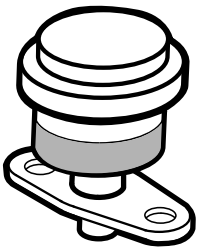

Figuur 48
Geef het primaire luchtfilter uitsluitend een onderhoudsbeurt als de onderhoudsindicator (Figuur 48) dit aangeeft. Als u het luchtfilter vervangt voordat dit nodig is, wordt alleen maar de kans vergroot dat er vuil in de motor komt als het filter wordt verwijderd.
1. Controleer de blokkage-indicator van het filter. Als de indicator rood is, moet het filter vervangen worden (Figuur 48).